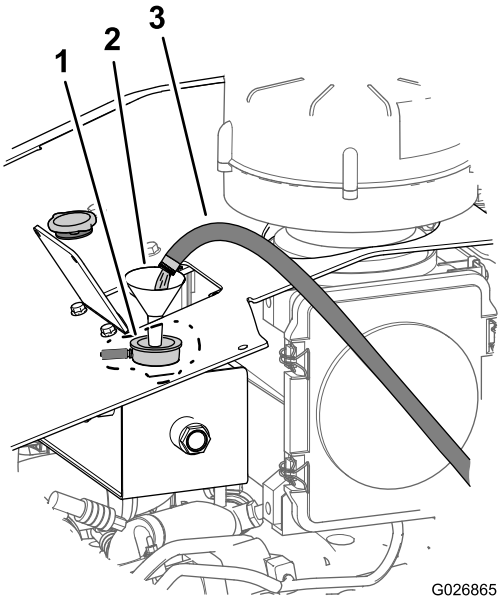

Figura 103
A. Riempite di acqua pulita l'impianto di raffreddamento (Figura 103).